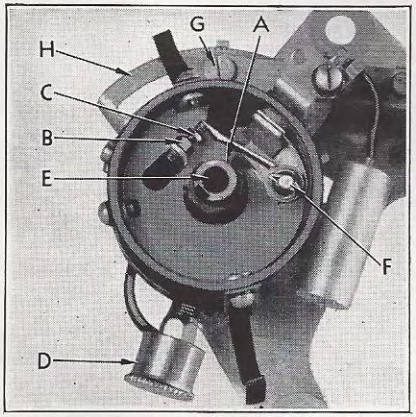
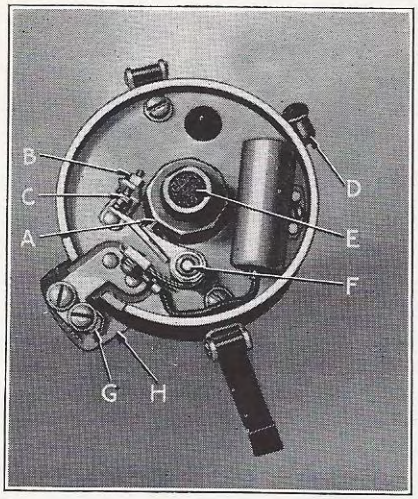

Figure 18
Figure 19
Lubrication—The grease cup (D), Fig. 18, should be turned one complete turn every 2,000 miles. Every 5,000 miles the grease cup should be removed and repacked with high temperature grease. Every 2,000 miles a few drops of light engine oil should be aplied to wick (E) at the top of the drive shaft. Also place one drop of light engine oil on breaker point arm stud (F) and apply a light coating of high temperature grease to the cam lobe (A). *Avoid over-oiling.*
Distributor on eight cylinder models is mounted on the right side of the engine near the center. This distributor, Fig. 19, incorporates the automatic governor advance feature.
To adjust gap, remove distributor cap, crank engine until fibre block of the breaker point arm, Fig. 18, for SIX cylinder engines and Fig. 19, on EIGHT cylinder models, is on the highest point of the cam (A). Then loosen lock nut (B) and turn adjusting screw (C) until the proper gap is obtained. Tighten lock nut (B) and re check gap. Breaker points should be clean and smooth and make full contact.
Setting Ignition Timing (6 cylinder models)—The distributor rotation is counter-clockwise. Loosen distributor advance arm screw (G), Fig. 18, and rotate distributor housing counter-clockwise to the limit of the slot in quadrant (H). Remove the central cable from the distributor cap and place the bare end ⅛ inch from the cylinder head. With the ignition turned on and the pointer on the face of the
Setting Ignition Timing (8 cylinder models)—Distributor rotation is clockwise. Loosen clamp screw (G), Fig. 19, and rotate distributor housing clockwise to the limit of the slot in the clamping plate (H). Remove the central cable from the distributor cap and place the bare end ⅛ inch from the intake manifold. With the ignition on and the pointer on the face of the rear engine support plate in line with the U.D.C. 1-8 / mark on the flywheel, rotate the distributor housing counter-clockwise slowly just until a spark jumps from the high tension wire to the manifold. Tighten clamp screw (G), replace central cable in cap and replace cap on distributor.
To determine proper spark timing for these conditions, with engine at normal operating temperature, accelerate with full throttle from 8 miles per hour in high gear. A "ping" should be noted at 10 to 15 miles per hour. If no "ping" is heard, loosen the advance diaphragm screw (G), Fig. 18, on 6 cylinder models and rotate distributor body in a clockwise rotation one graduation mark at a time until the "ping" is heard. On 8 cylinder models, loosen clamp screw (G), Fig. 19, and rotate distributor body counter-clockwise one graduation mark at a time until "ping" is heard. **Under no circumstances, however, should the pointer on the rear engine support be more than 1 inch before the U.D.C. 1-6 / mark on 6 cylinder flywheels and ¾ inch before the U.D.C. 1-8 / mark on 8 cylinder flywheels.**